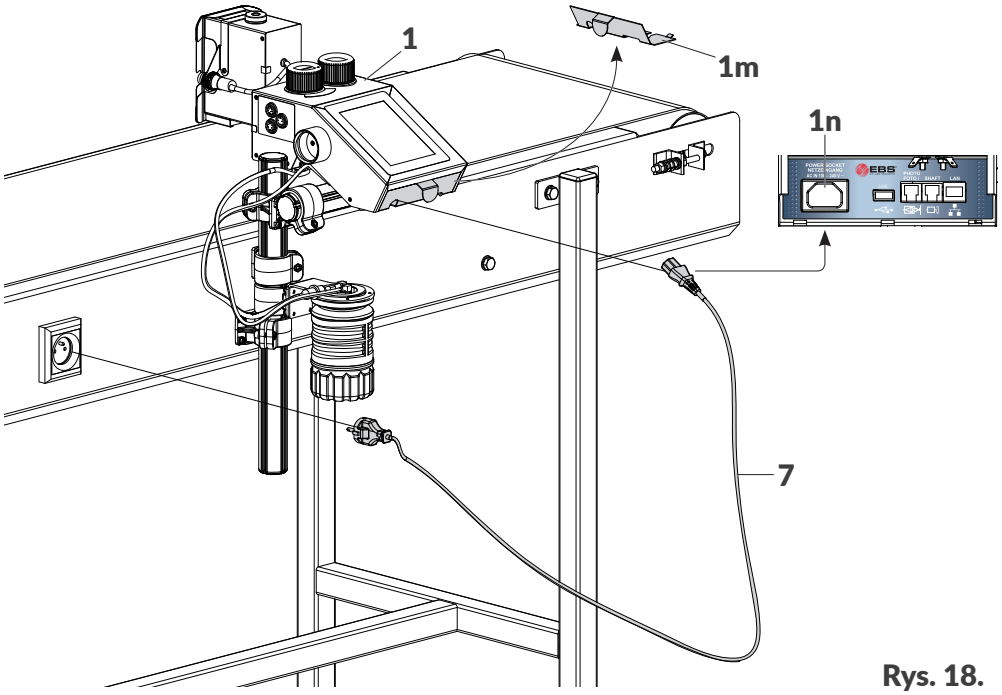

Rys. 18.
15. Zdemontuj osłonę **1m** zabezpieczającą gniazda przyłączeniowe na panelu tylnym (patrz ***Rys. 18***).
16. Podłącz kabel zasilający **7** do złącza **1n** w sterowniku **1** oraz do gniazdka zasilającego z kołkiem uziemiającym (patrz ***Rys. 18***).